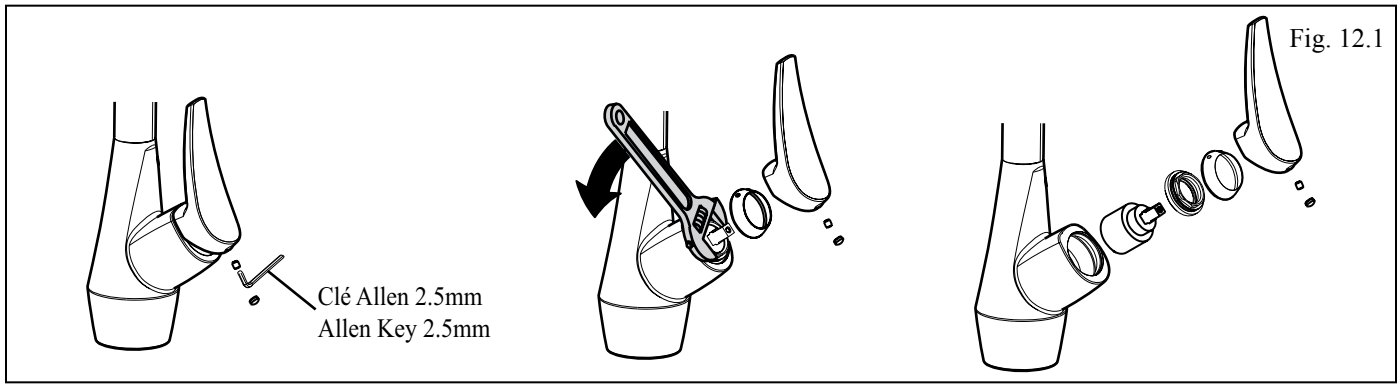

Fig. 12.1
- Enlever la **poignée** et la **cartouche** et nettoyer ou changer la **cartouche** si endommagée (fig. 12.1).
- Remove the **handle** and **cartridge** and clean or replace **cartridge** if damaged (fig. 12.1).